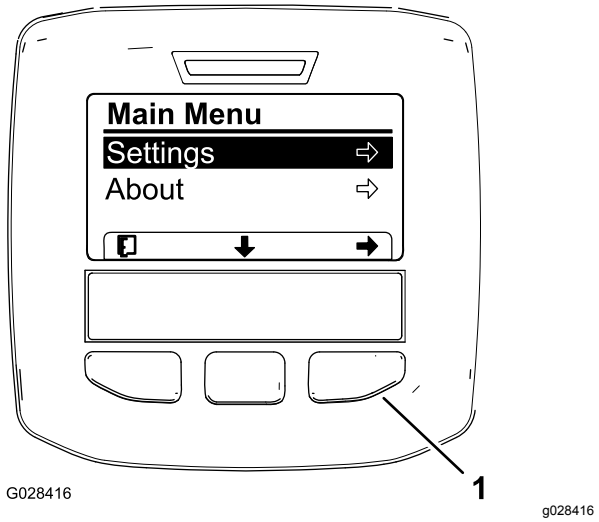

Figur 62
3. Tryck på den mittersta valknappen för att gå till huvudmenyn (Figur 62).
5. Tryck på vänster valknapp för att spara ditt/dina val, lämna inställningsmenyn och återvända till huvudmenyn (Figur 62).
9. Tryck på vänster valknapp för att lämna inställningsmenyn och återvända till huvudmenyn (Figur 62 och Figur 64).